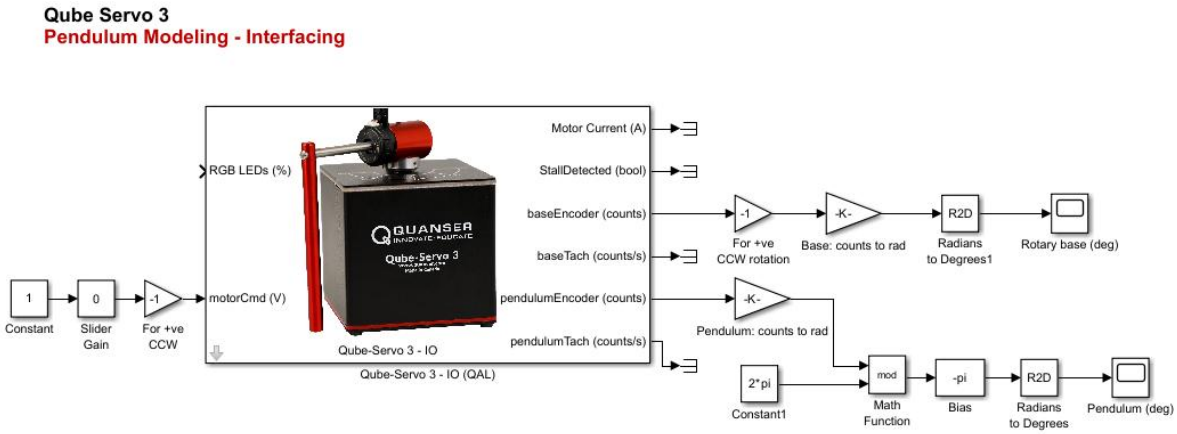

Figure 2: Simulink model that includes the modulus and bias blocks.
11. Add a `Modulus` and `Bias` block to the Simulink model so that the pendulum angle α is 0 rad in the upright position and is bounded by $\pm\pi$ rad. The model should look similar to Figure 2 below: